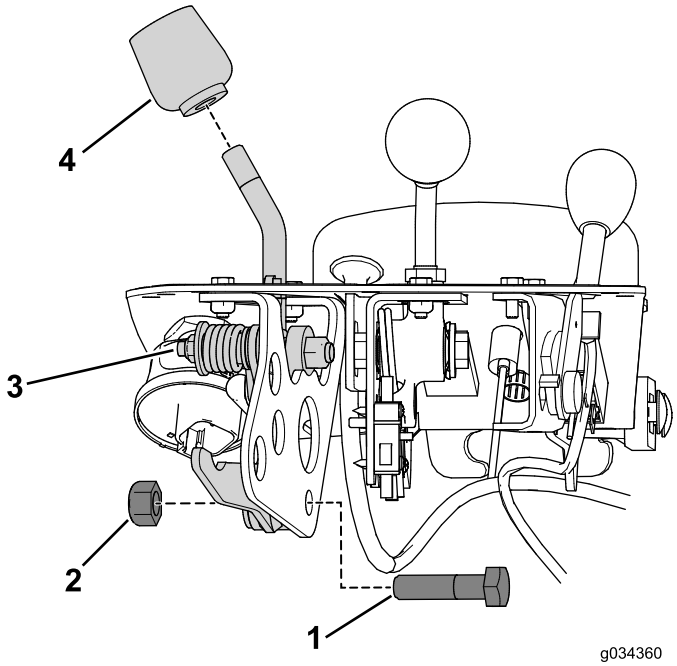

Figur 8
6. Fjern grebet fra funktionshåndtaget (Figur 8).
7. Fjern bolten og møtrikken, der fastgør funktionshåndtaget til funktionshåndtagets beslag (Figur 8).